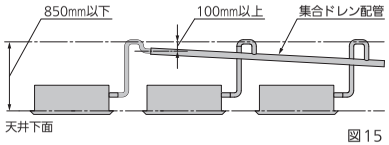

図15
- 集合ドレン配管を行う場合は1/100以上の下り勾配を付け、ドレン配管立ち上がり部より低くなるようにしてください。（100㎜以上）（図15）
- 集合ドレン配管の太さは集合した本体の台数分に見合うだけの太い配管（VP30以上）で施工してください。（図15）